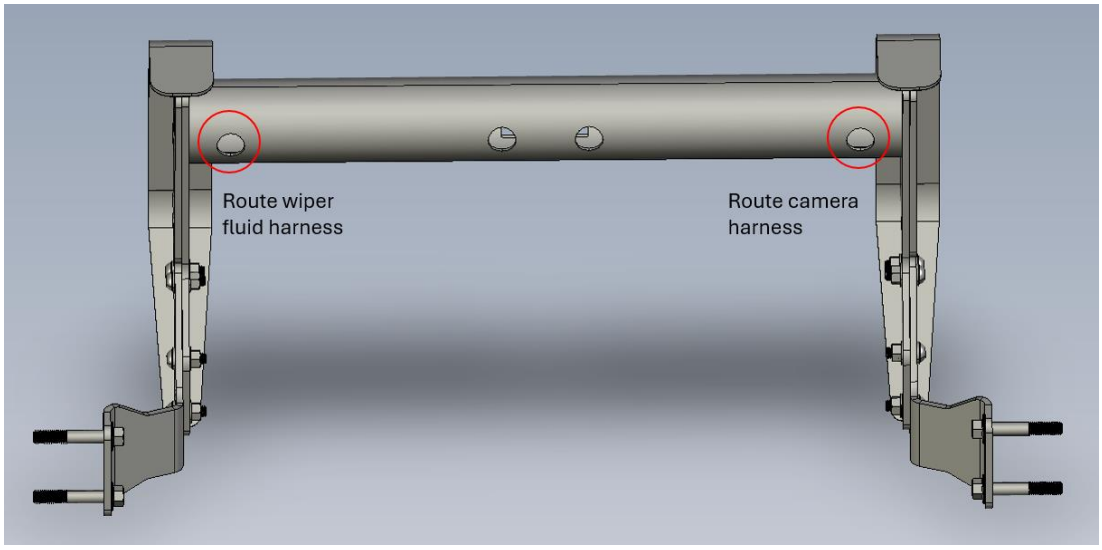

Figure 20
8. Route each harness through backside of Lower Weldment, and feed connections through front Lower Weldment camera bezel opening. See Fig. 20